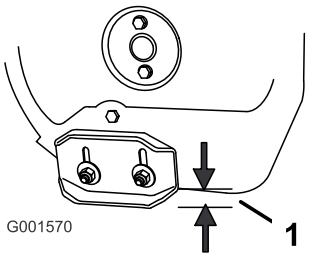

Figur 42
2. Løsne de fire mutrene som holder begge støtteplatene til spiralbladets sider, helt til støtteplatene lett kan skyves opp og ned (Figur 42).